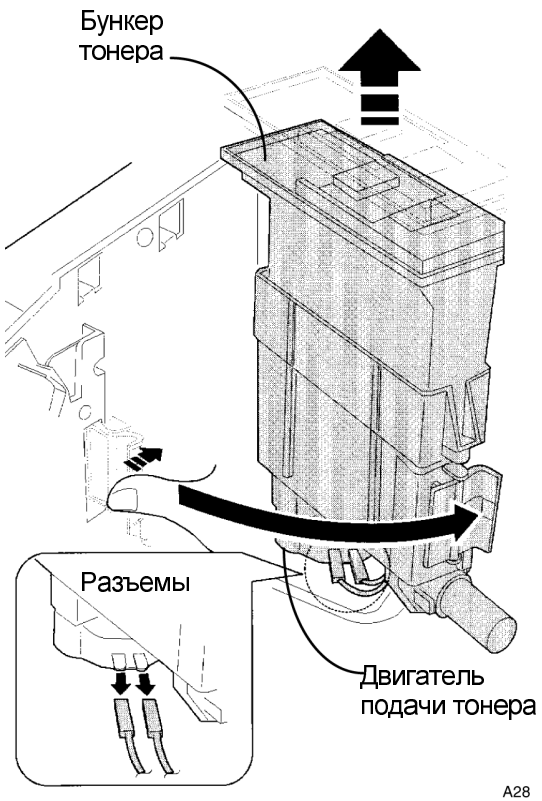

Рисунок 2. Снятие бункера тонера
2. (Рисунок 2): Снимите разъемы, поднимите и снимите бункер черного тонера.